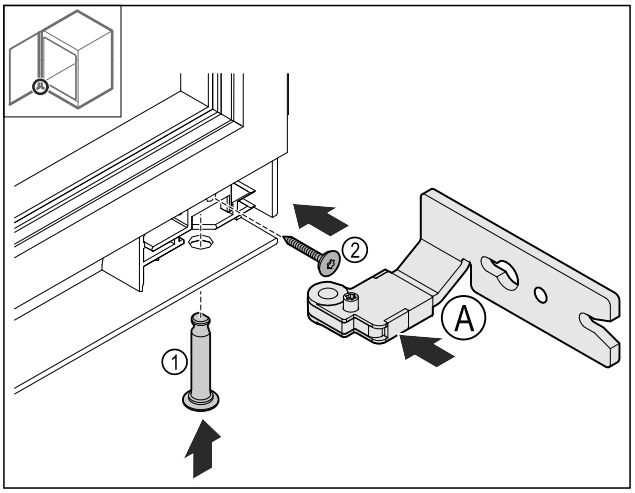

Fig. 27
▶ Insertar la bisagra inferior *Fig. 27 (A)*.
▶ Insertar y sujetar el perno *Fig. 27 (1)*.
▶ Apretar el tornillo *Fig. 27 (2)*.